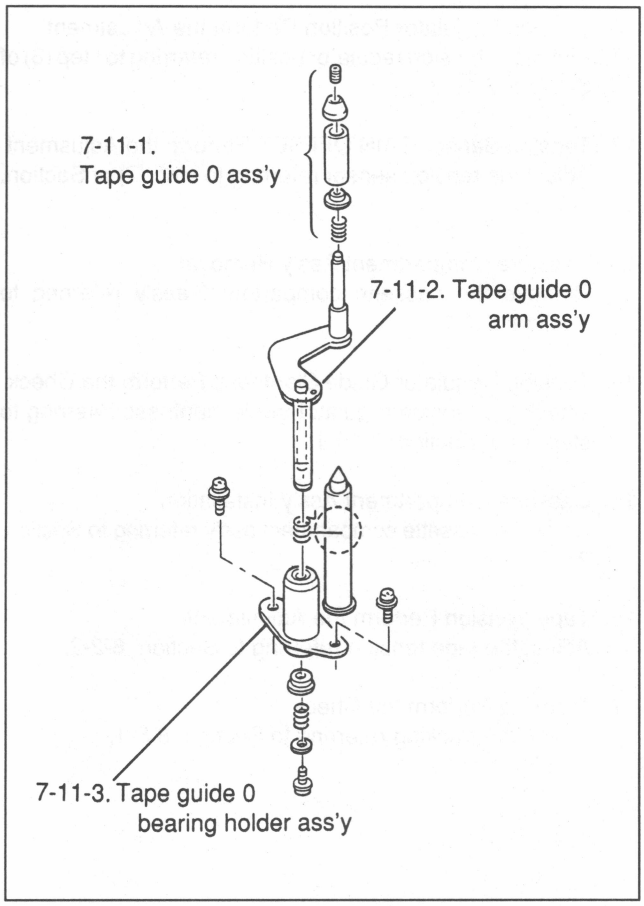

Fig.7-11-1 S Drawer Arm Block
A. The replacement procedures of a S drawer arm block are explained as the following sections. (Fig. 7-11-1)